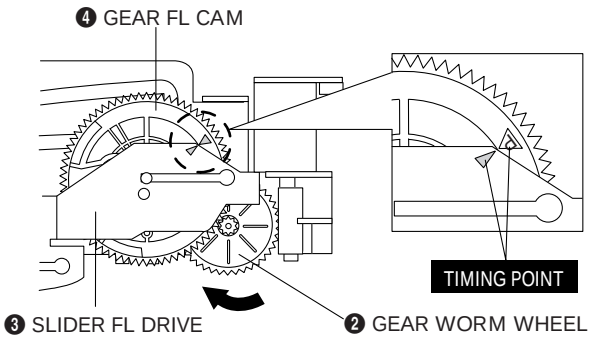

Fig. 2-12
3) Turn the gear worm wheel ❷ clockwise so that "Timing Point" of the slider FL drive ❸ and gear FL cam ❹ can be aligned (See Fig. 2-12)